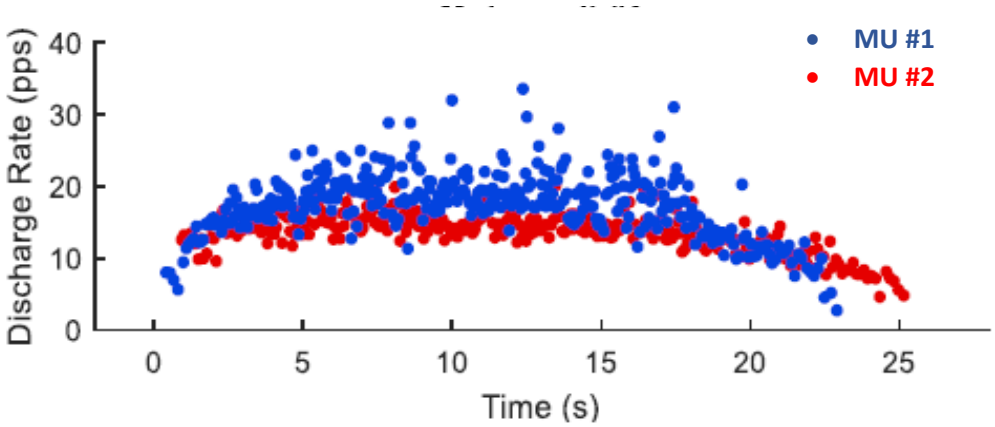

Figure 3: Instantaneous discharge rates of two exemplary motor units (force signal and title is missing here).
1.3 Another meaningful aspect to analyze is the **instantaneous discharge rate (IDR)** of individual motor units. The IDR represents the frequency between two consecutive firings and is typically expressed in Hz (1/s) or peak-per-second (pps) *(e.g.: two consecutive firings 50 ms apart = 20 Hz)*. Consequently, a motor unit will have exactly one fewer IDR data point compared to its number of firings, as each IDR value requires two consecutive firings. **Plot the IDRs of two different motor units (in Hz) of your choice over time (in seconds) together with the force signal in N (use a separate y-axis for that) (3 pts).** For the exact timing of each IDR, use the timing of the first firing in the pair of consecutive firings. Check figure 3 for an exemplary plot of the IDR of two MUs (these MUs are not from the data we gave to you), so you get an idea how it could look like.